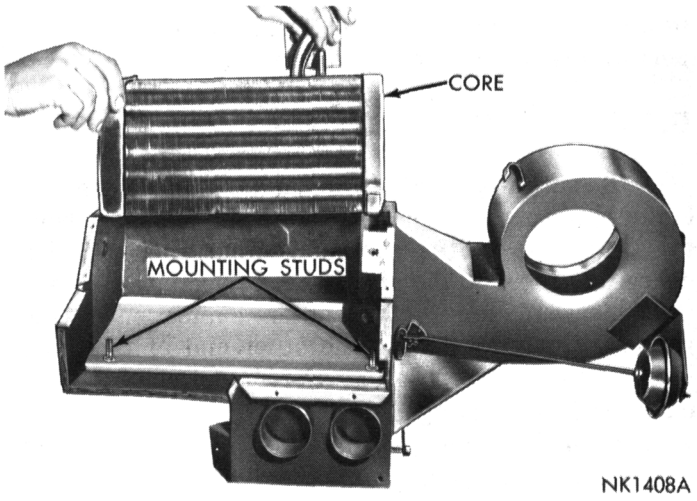

Fig. 92—Removing Evaporator Core—Typical
(6) Remove the weatherseal around the air outlet opening, and remove cover screws and cover.
(7) Remove the attaching stud nuts and remove evaporator from case (Fig. 92).